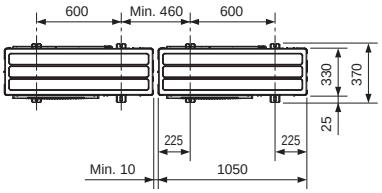

Fig. 3-1
- Die Anlage immer auf fester, ebener Ober□äche aufstellen, um Rattergeräusche beim Betrieb zu vermeiden. (Fig. 3-1)